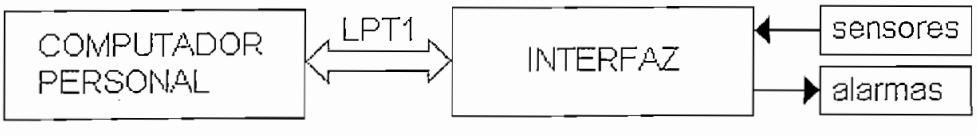

Figura 1.7
6) Otra opción para el diseño de un sistema de seguridad es utilizar el puerto paralelo del computador personal, para comunicarse por medio de una interfaz a los sensores. Este método se resume en el diagrama de bloques de la Figura 1.7.